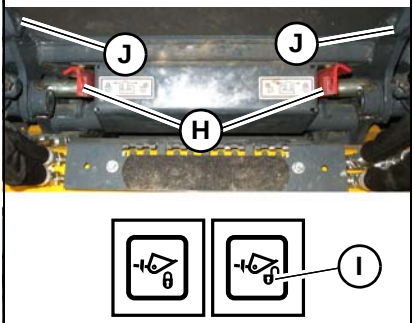

Figure 64 – Attachment Hitch Unlocked
3. Place the attachment lock into the unlocked position (Figure 64):
- **All-Tach® system manual hitch:** Move hitch lock lever (G) all the way to the right.
- **Power-A-Tach® system quick attach hitch:** Press the Power-A-Tach® system unlock button (I) on the control keypad until safety flags (H) have moved all the way in.
4. Lower the lift arm until tabs (J) on top of the attachment plate disengage out of hooks (K) on the back of the attachment.